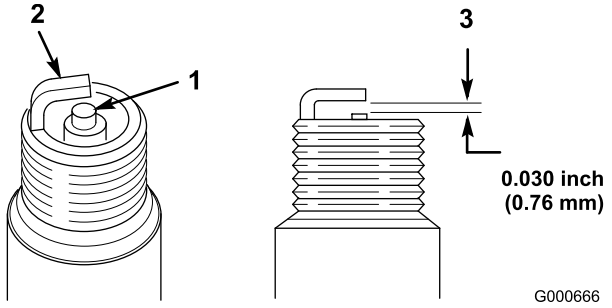

Figur 26
1. Se på midten af tændrøret (Figur 26). Hvis der kan ses en lys brun eller grå farve på isolatoren, fungerer motoren korrekt. En sort belægning på isolatoren betyder normalt, at luftfilteret er snavset.
2. Kontroller gabet mellem elektroderne i midten og ved siden (Figur 26), og bøj sideelektroden, hvis gabet ikke er korrekt.